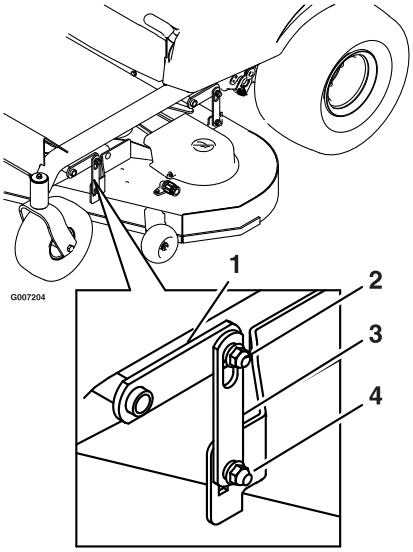

Figuur 51
7. Draai de borgmoeren (item 4) die worden gebruikt om het maaidek horizontaal te stellen los, zodat het maaidek stevig op alle vier blokjes rust. Zorg ervoor dat de maaidekdragers helemaal beneden zitten (op de bovenkant van de gleuf) en het hefpedaal tegen de aanslag wordt gedrukt; zet vervolgens de borgmoeren om het maaidek horizontaal te stellen vast (Figuur 51).